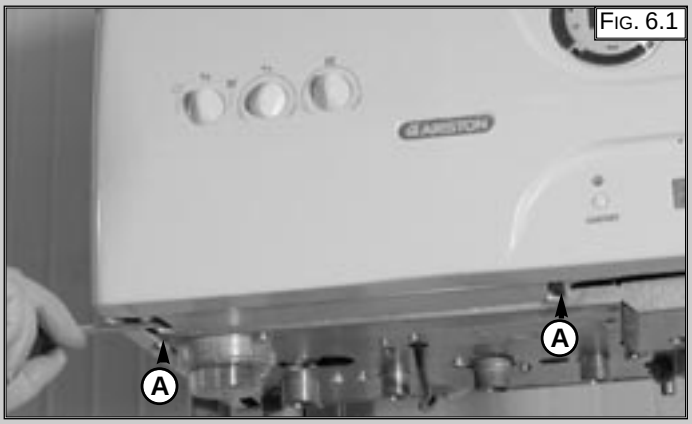

Fig. 6.1
1. Unscrew screws “A” (Fig. 6.1) and rotate the control panel forward;